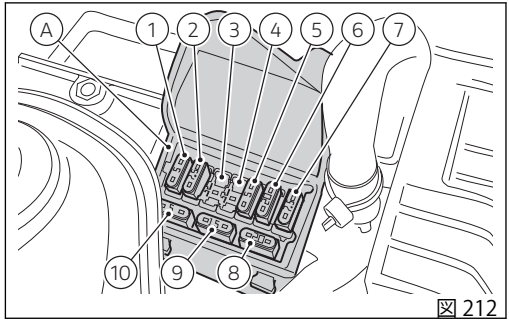
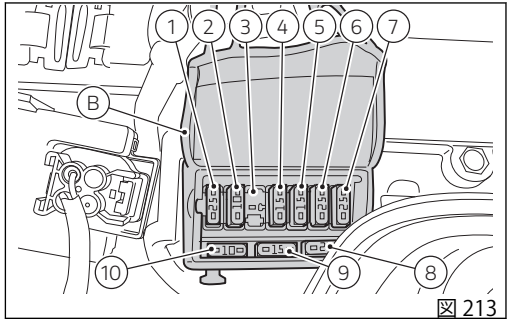

図 212
図 213
左フロントヒューズボックス (A、図 212) および右フロントヒューズボックス (B、図 213) は、バッテリー上に配置されています。
メインヒューズ (30A) (C) と予備ヒューズは、ヒューズボックス (B、図 213) の右側、スターターコンタクター (D) 上に設置されています。